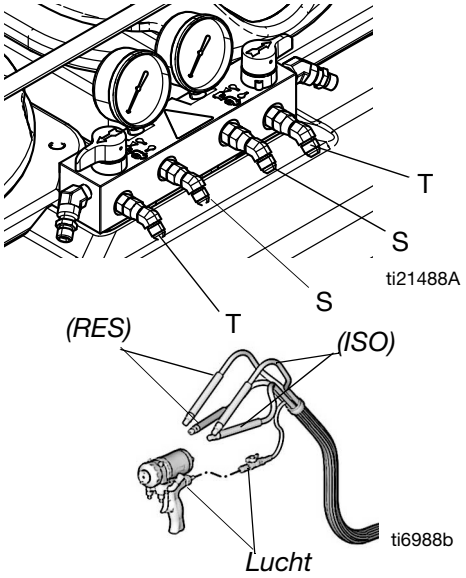

AFB. 5 Sluit de recirculatieslangen aan
1. Sluit de vloeistoftoevoerslangen aan op de aansluitingen van de uitlaatslang (S, AFB. 5). Rode slangen voor ISO, blauwe slangen voor RES. De fittingen zijn verschillend van formaat om verkeerde aansluitingen te voorkomen. Sluit het andere uiteinde van de slangen aan op de ISO- en RES-ingangen van het pistool.